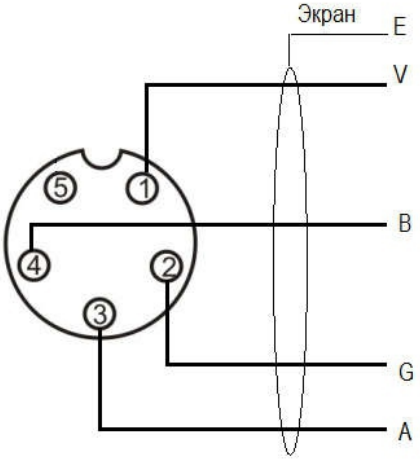

Рис. 1. Назначение контактов
6.1. Подключение преобразователя к весовому терминалу. Назначение всех штырьковых контактов разъёма кабеля (идёт в комплекте с терминалом) показано на Рис. 1. и в Таблице 1.